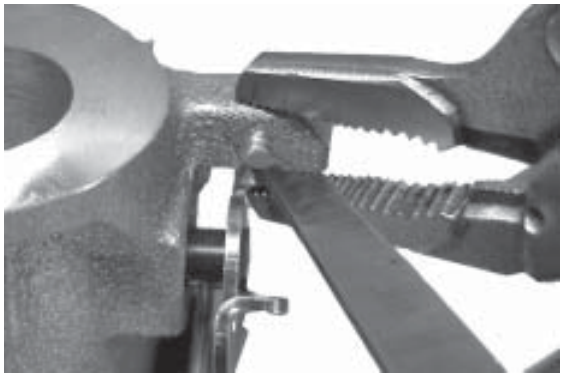

Figure 5B-36. Inserting Feeler Gauge (Engines Without Stop Screw).
b. On engines without a stop screw, pivot the throttle shaft and plate assembly into the "Full Throttle" position. Insert a **1.52 mm (0.060 in.)** feeler gauge between the tang of the throttle shaft plate and the underside of the manifold boss. Use a locking pliers (needle nose works best) to temporarily clamp the parts in this position. See Figure 5B-36.